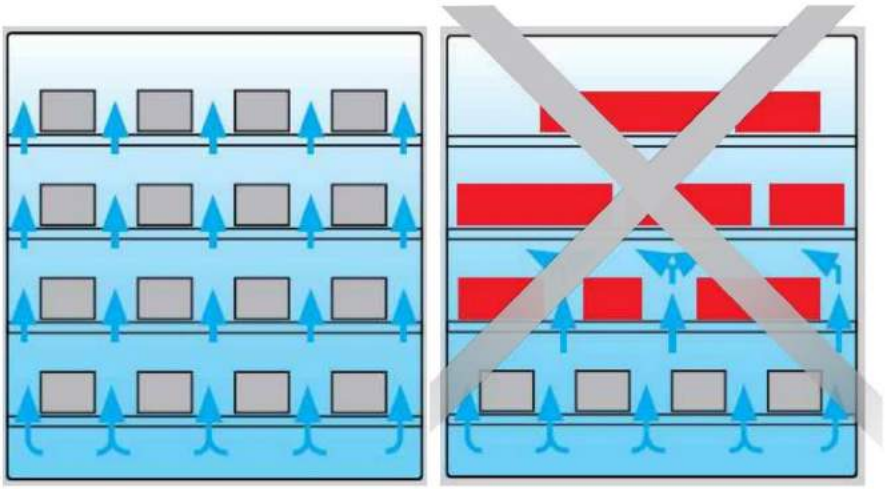

Fig. 15 Correct placement of the chamber load
► Check the chamber load for chemical compatibility with the materials of the appliance (see page 11). Insert the sliding steel grids or sliding shelves. The maximum number or grids / shelves and the load capacity are specified in the technical data overview from page13. Load the chamber leaving enough space between the items so that proper air circulation in the interior is guaranteed. Do not place any of the chamber load on the bottom, touching the side walls or right below the ceiling of the chamber (Fig. 15). In case of improper loading (not enough space between the items), the set temperature may be exceeded or it may take longer until it is reached.